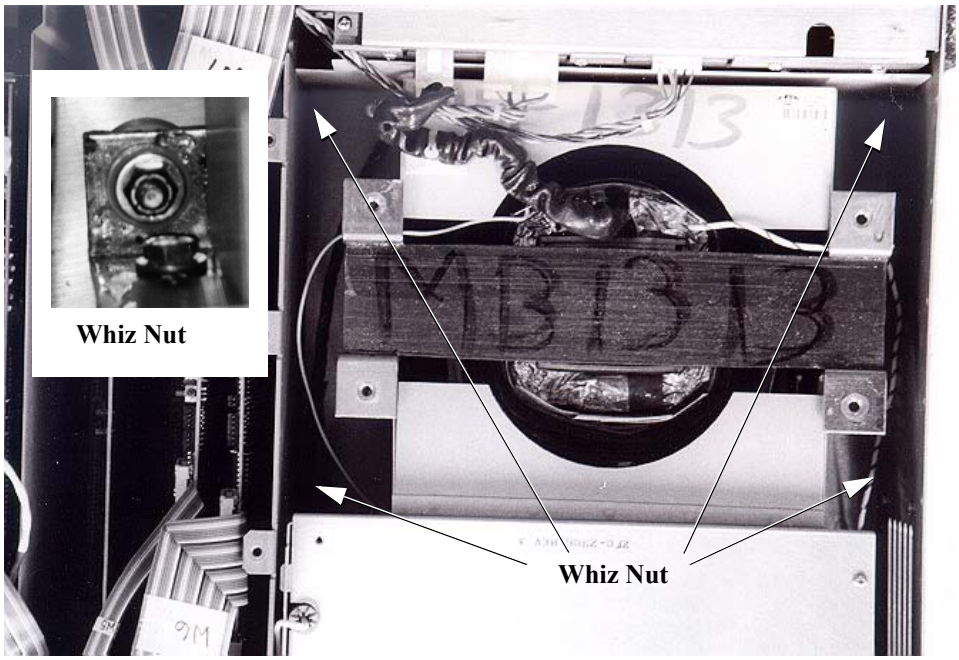

Figure 4.47 Transformer Mounting Nut Locations
- Remove the four whiz nuts located at the corners of the Transformer where the it attaches to the bottom of the chassis (Figure 4.47). Do this by inserting a 7/16” socket wrench into each corner of the Transformer and reaching all the way down to loosen and remove the nuts.